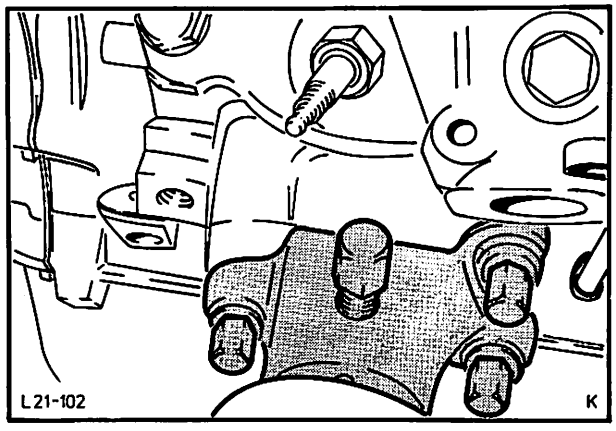

Abb. 137 Motor mit Spezialwerkzeug 21-064 (GH-6010) am Montageständer befestigen
1. Linken Auspuffkrümmer (2 Muttern) abbauen. Motor mit Aufspannvorrichtung 21-064 (GH-6010) und Universalwelle 21-023 am Montageständer befestigen, Abb. 137.